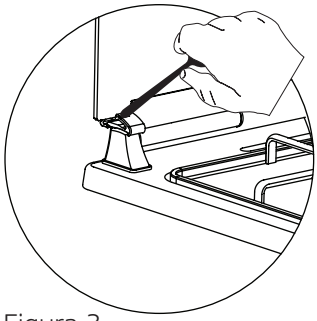

Figura 3
3. Como se muestra en la figura 3, la puerta de vidrio puede cerrarse presionando la abrazadera de plástico con la ayuda de una cuchara.